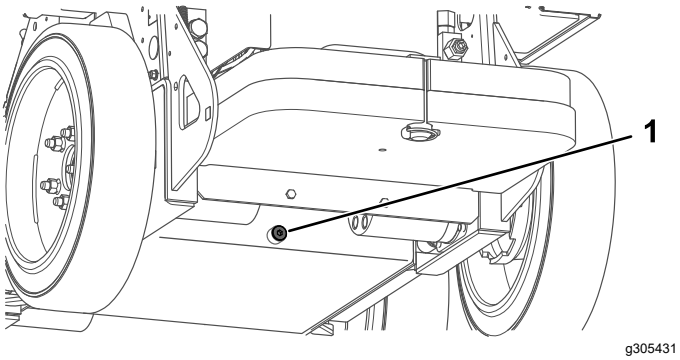

Figur 37
5. Tag aftapningsproppen af bunden af hydrauliktanken, og lad væsken helt løbe ud (Figur 37).